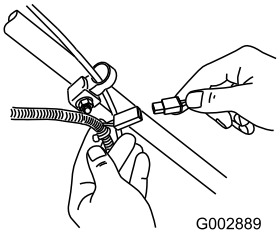

**Figur 24**
1. Slut opladeren til plæneklipperens ledningsnet neden for tændingsnøglen (Figur 24).